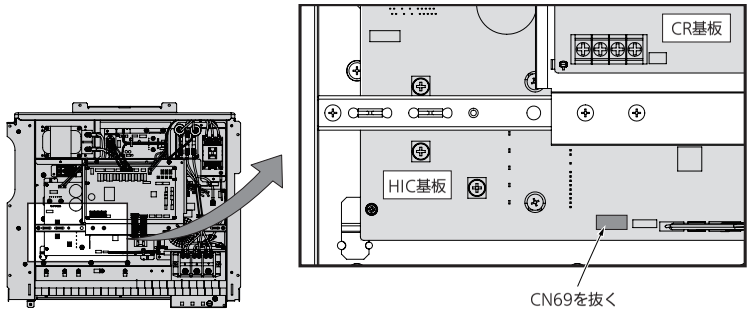

図14
4) 同一空調システムのすべての室外ユニットの高圧スイッチソケット(CN69)を基板から抜きます。(図14)